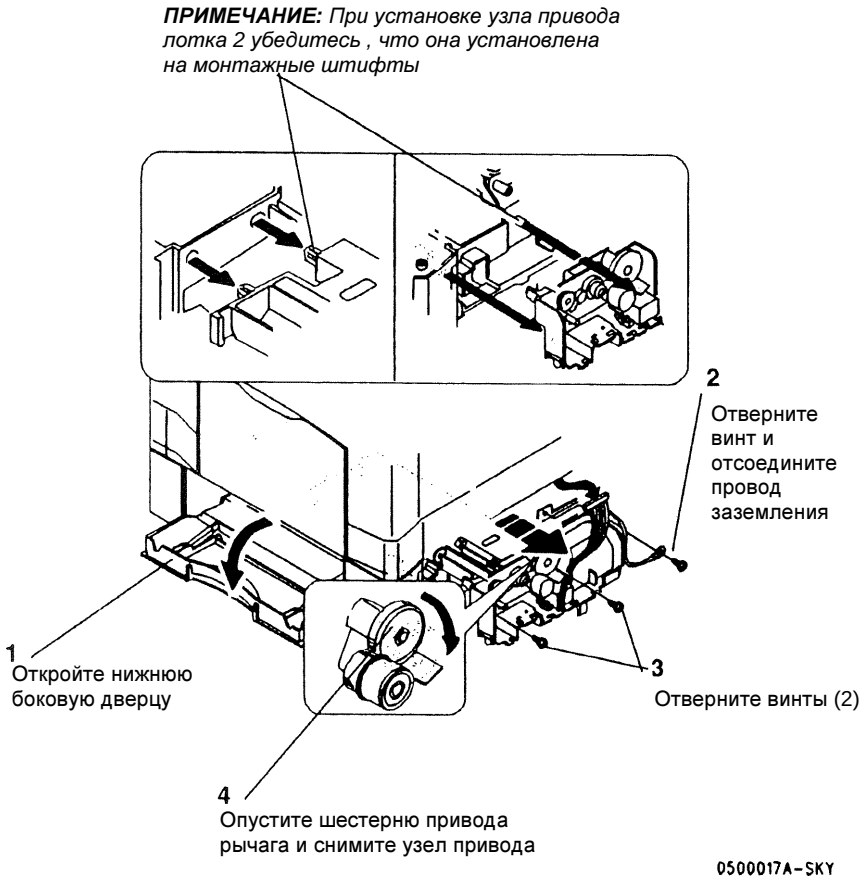

Рисунок 2 Снятие узла привода
2. (Рисунок 2):Снимите узел привода лотка 2